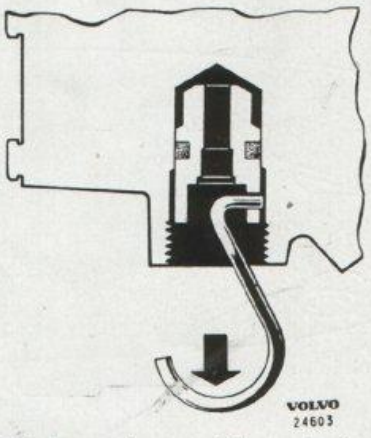

Bild 3-42. Demontering av ventilsäte, reduceringsventil
2. Lossa proppen och tag ut fjäder (11) och ventil (12). Drag ut ventilsätet (10) med hjälp av en liten krok, se bild 3-42.